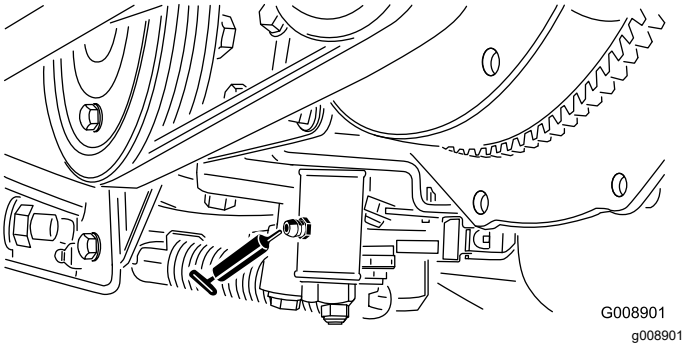

Figur 52
- Nøytral justeringsmekanisme (Figur 52)